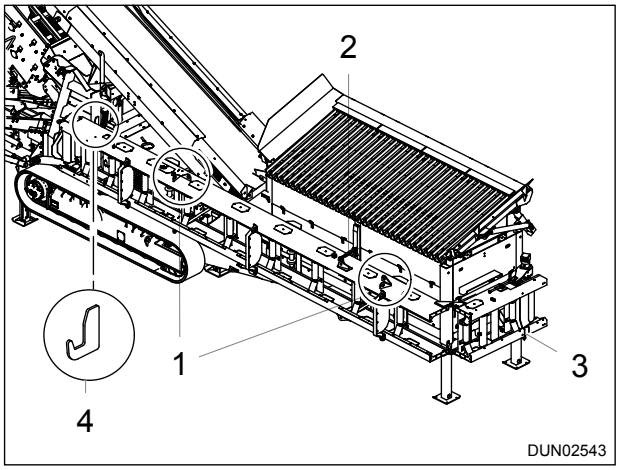

Figure 5.26 - Conveyor in Transport Position
» Ensure the conveyor rests on the transport hook (Item 4), Reference: Figure 5.26.
18. Attach the transport tie (Item 2), Reference: Figure 5.26.